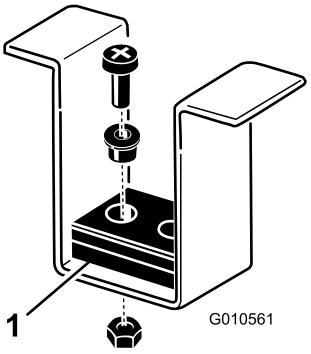

Figur 10
8. Sørg for, at de forreste klippehøjdesplitter hviler korrekt på rammens stødpuder (Figur 10). Hvis splitterne ikke hviler korrekt, skal et eller flere afstandsstykker anbringes under stødpuden for at hæve den til den korrekte indstilling.